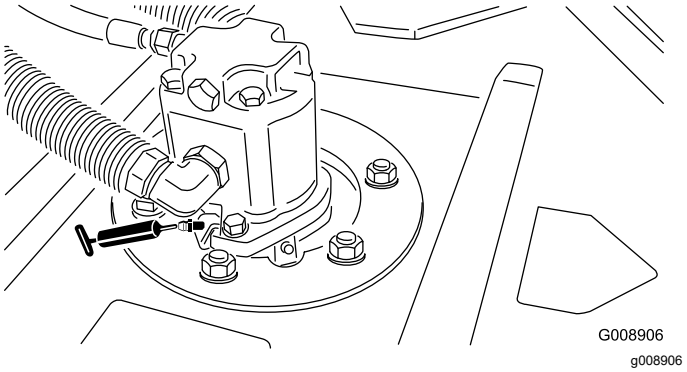

Figura 44
- 2 (per apparato di taglio) cuscinetti dell'asse del fusello dell'apparato di taglio (Figura 44)